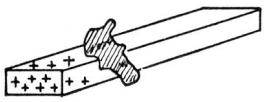

Fig. 85
a) **par frottement.** Si on frotte un bâton de verre avec un morceau de laine, ce bâton emmagasine un fluide. On dit alors que le verre est chargé d'électricité positive (fig. 85).